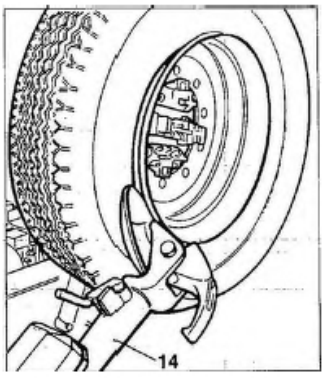

Рис. 18
3) Опустите рычаг держателя инструмента (14, рис. 18) в его рабочее положение и зафиксируйте его.
4) Управляя с подвижного ПУ, манипулируйте колесом до тех пор, пока внешний край обода не будет скользить по поверхности разбортировочного диска (рис. 18).